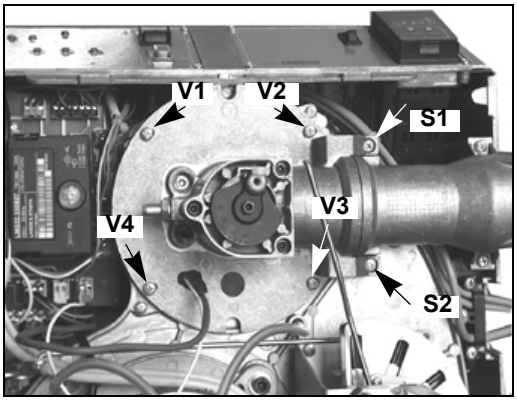

Fig. 44
- Desmonte, controle y limpie el cabezal de combustión (véase Fig. 44 y siguentes)
- Limpie y controle los electrodos de encedimiento y deteccion (véase Fig. 44). Controle la señal de detección, siga el esquema de la Fig. 51
1 Quite los 4 tornillos V1, V2, V3, V4 y el par de tornillos S1 y S2 (Fig. 44).